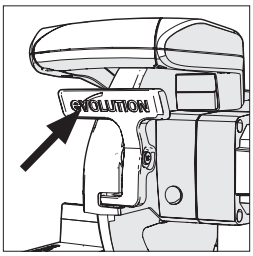

Fig. 18
- Press the lower guard locking lever to release the cutting head **(Fig. 18)**.